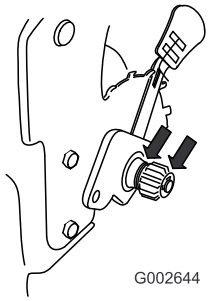

Figur 41
2. Påfør en smøreolje på de innvendige og utvendige sidene av giret som vist i Figur 41.